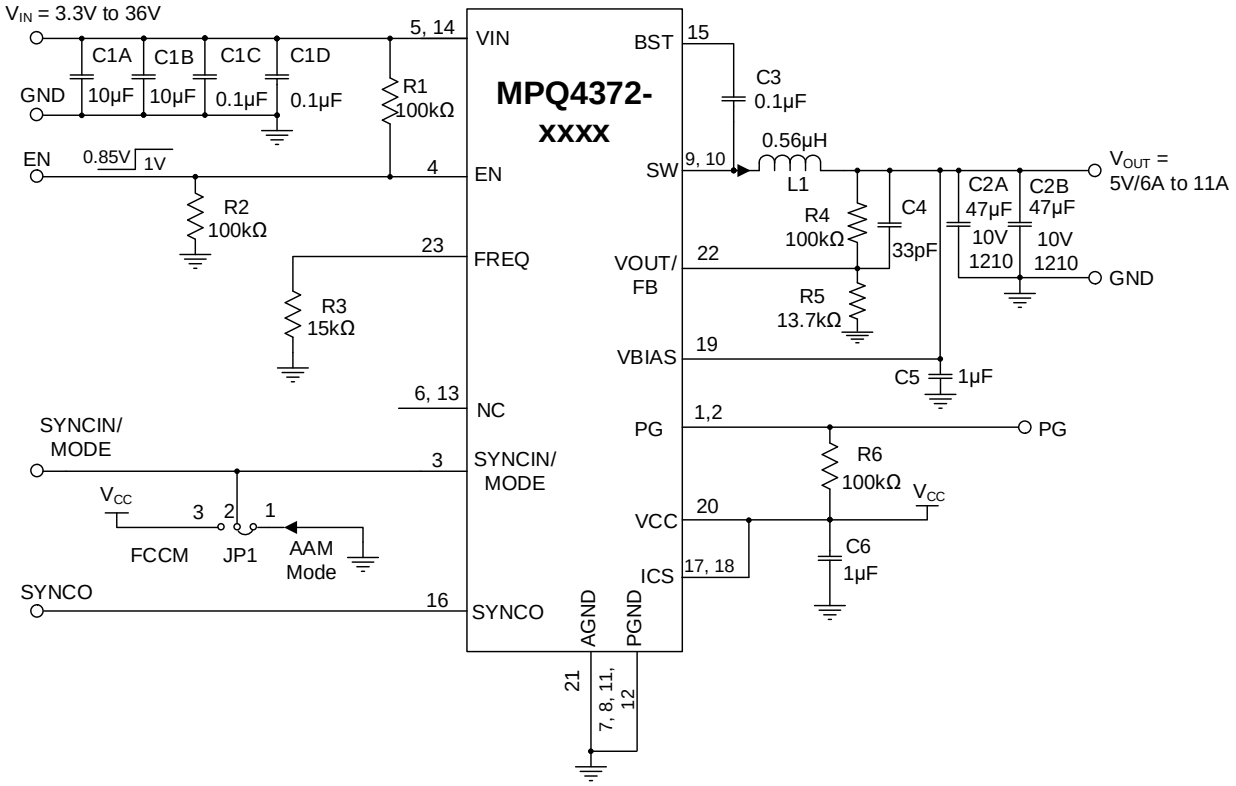

Figure 14: Typical Application Circuit (Single-Phase, V_{OUT} Adjustable for the MPQ4372-xxxx, V_{OUT} = 5V, f_{SW} = 2.2MHz)
15) The recommended PCB layout is based on Figure 14 on page 76.